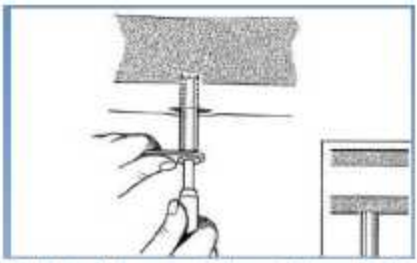

Figura 3: Guía de tornillo perpendicular al eje longitudinal del hueso.
2. Se selecciona una guía de tornillo de longitud adecuada (apropiada para las dimensiones de los tejidos blandos a través de los cuales deben pasar los tornillos). Por lo general, se utilizan guías de tornillo cortas (longitudes: 32 mm, 45 mm) para el antebrazo, los huesos metacarpianos y para los tornillos distales en el húmero; guías de tornillo medianas (longitudes: 60 mm) para la tibia y los tornillos proximales en el húmero y guías de tornillos largas (longitudes: 80 mm, 100 mm, 160 mm) para el fémur. Inserte la guía de tornillo elegida en la incisión usando un trocar para permitir que se localice la línea media de la corteza. Es importante asegurarse de que la guía del tornillo sea perpendicular al eje longitudinal del hueso (Figura 3).